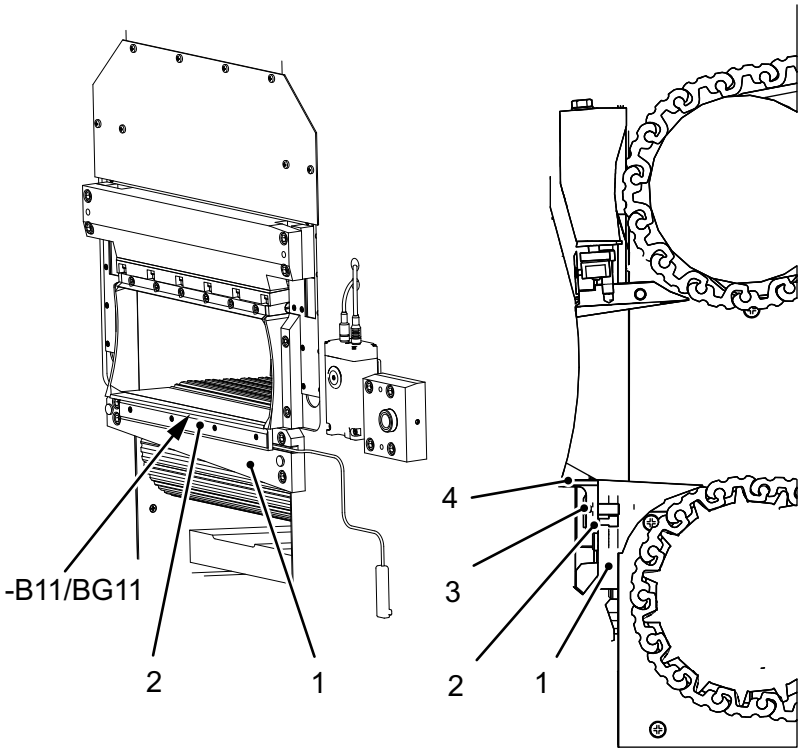

Fig. 60 *(0592_K100HWR.z.00075.00.svg)*
The bottom knife bar *(Fig. 60-4)* is secured on the mouthpiece bottom section *(Fig. 60-1)* with hollow screws *(Fig. 60-3)*, which are covered by the rail *(Fig. 60-2)*. Any hard NTRMs in the tobacco will cause the hollow screws to shear off and the bottom knife bar will be knocked off. This is registered by proximity switch -B11 / BG11 *(Fig. 60)*. A machine stop is initiated. The **Bottom knife bar not operational** message is displayed on the operator unit.
1. Disconnect the plug for proximity switch BG11 *(Fig. 60)* and replace it with the plug supplied in the accessories kit.